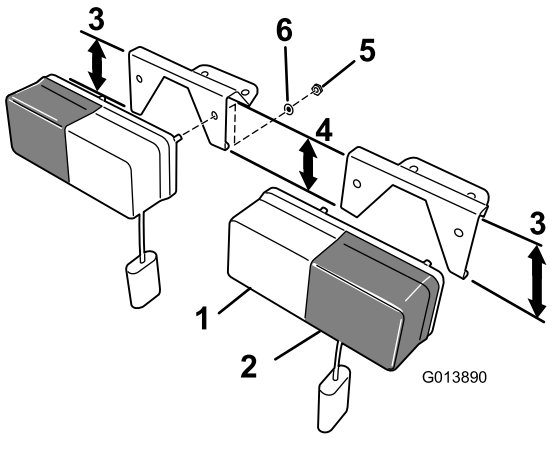

图4
2. 使用先前卸下的紧固件将灯固定到支架上图4。
注意 确保将透明玻璃位置灯置于内侧琥珀色玻璃信号灯置于外侧图4。
注意 支架可通过面板的角度和面向外侧的较长支腿来区分图4。